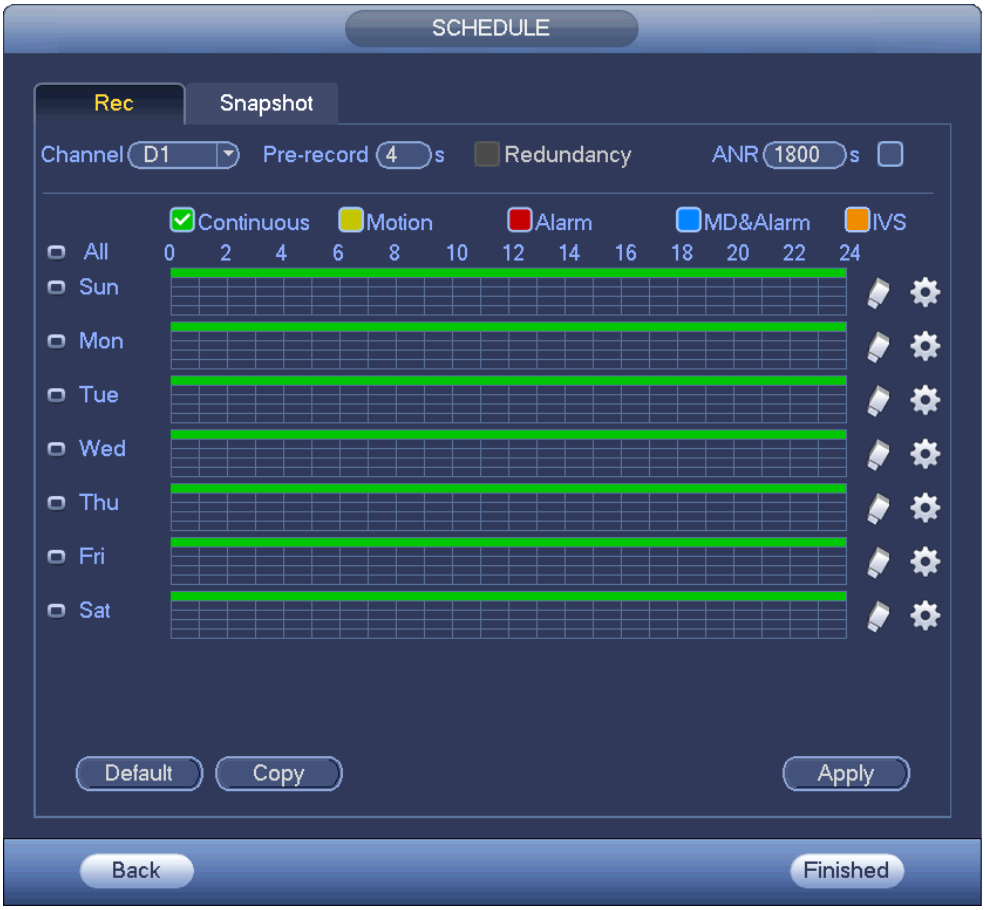

Figure 4-26
- Period setup: Click button after one date or a holiday, you can see an interface shown as in Figure 4-26.There are five record types: regular, motion detection (MD), Alarm, MD & alarm and IVS.